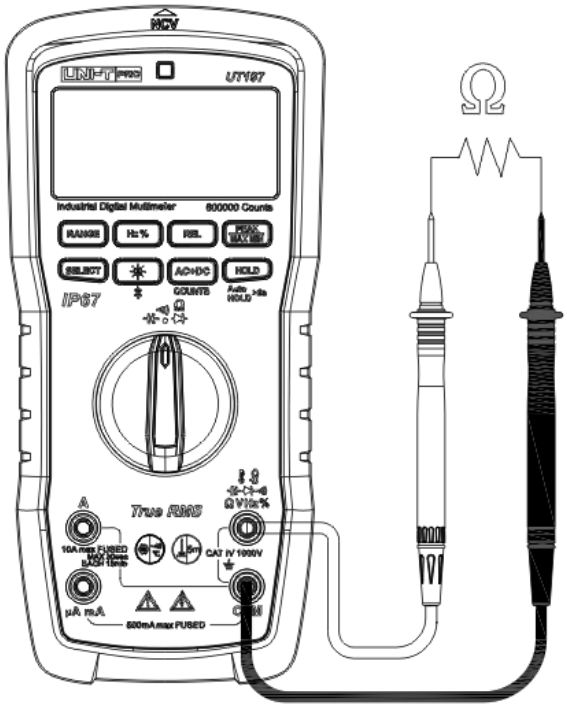

Figura 10
7. Medición de resistencias（Figura 10）